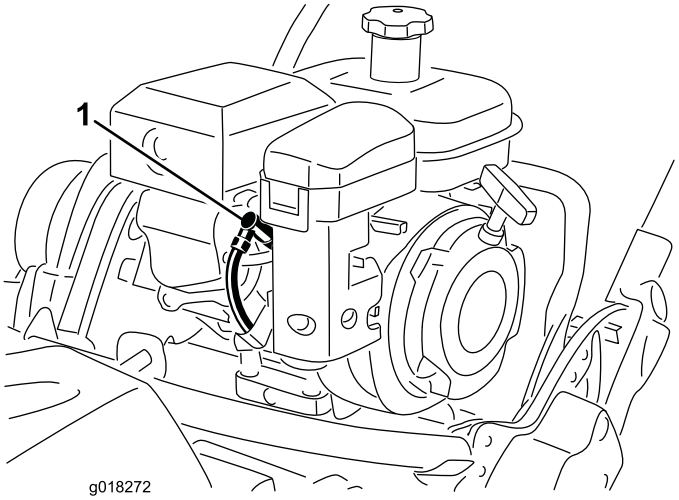

Figur 34
1. Trekk den støpte kabelen av tennpluggen (Figur 34).